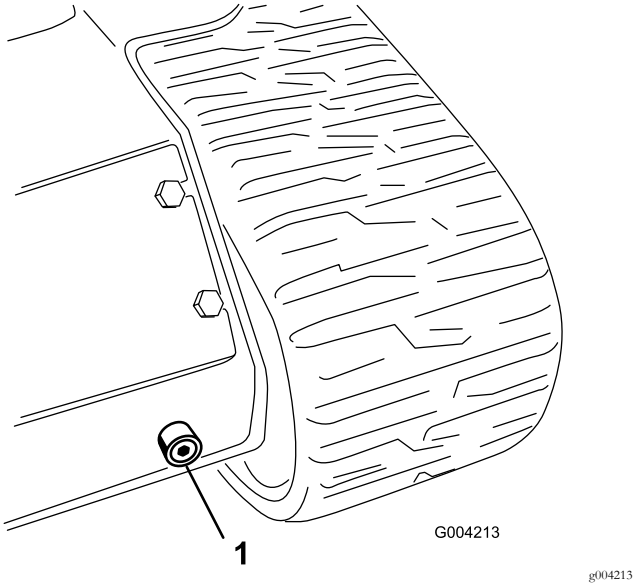

Figur 61
6. Sätt ett stort uppsamlingstråg (som rymmer ca 56,8 liter) under avtappningspluggen framtill på traktorenheten (Figur 61).
7. Ta bort avtappningspluggen och låt oljan rinna ned i tråget (Figur 61).